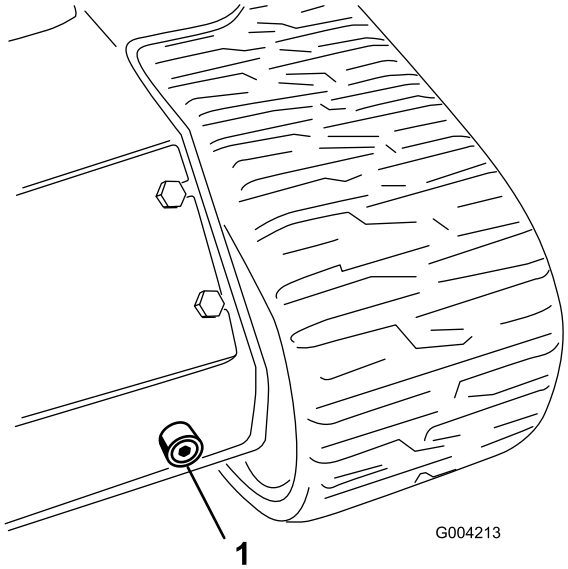

Figuur 57
6. Plaats een grote opvangbak (geschikt voor ruim 50 liter) onder de aftapplug aan de voorzijde van de tractie-eenheid (Figuur 57).
7. Verwijder de aftapplug zodat de olie in de opvangbak kan lopen (Figuur 57).